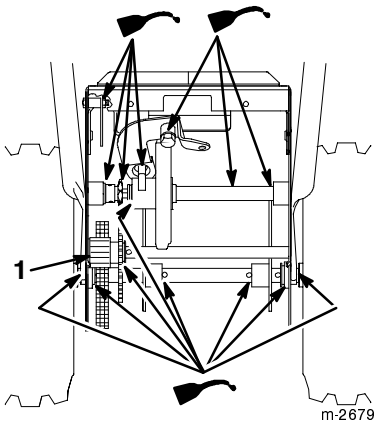

Figur 34
5. Smør forsiktig snøfreseren med tynn olje, som vist i figur 34 og 35.